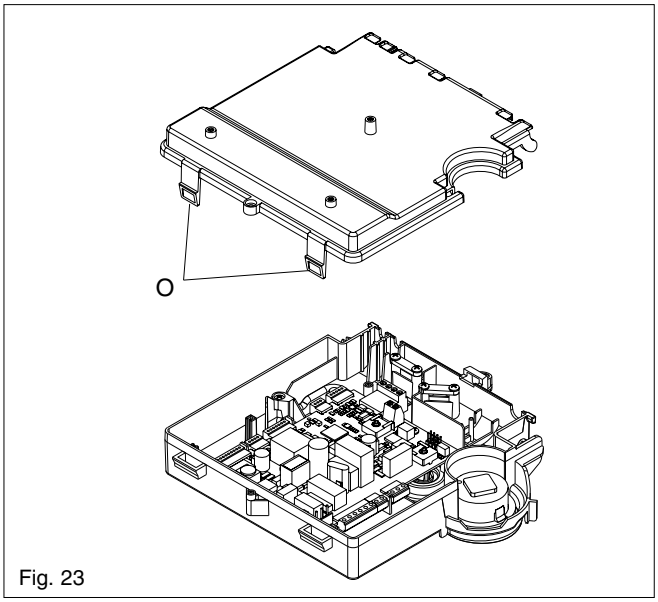

Fig. 23
6.10 PRINTED CIRCUIT BOARD (fig. 23)